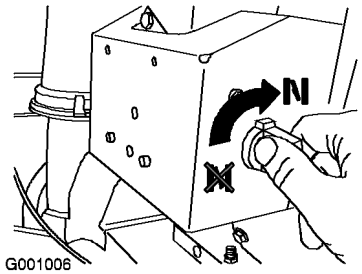

Figura 22
4. Girate lo starter in posizione On (Figura 22).